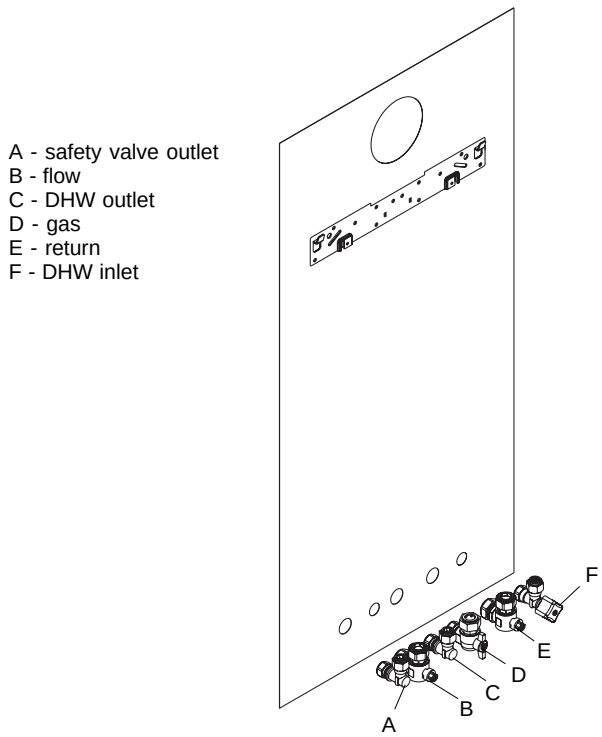

Fig. 12
4.6.1 GAS (fig. 12)
4.6.2 FLOW & RETURN (fig. 12)
4.6.3 COLD WATER INLET (fig. 12)
4.6.4 HOT WATER OUTLET (fig. 12)
4.6.5 SAFETY VALVE (fig. 12)